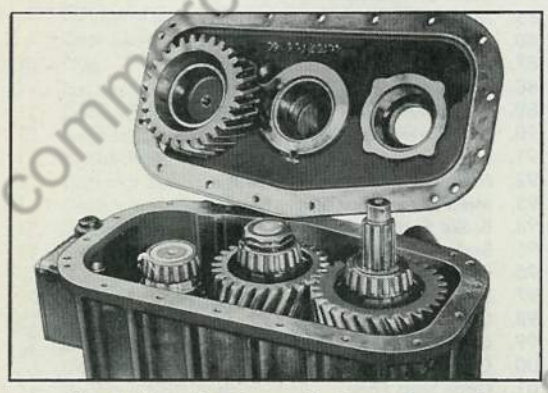

Fig. 6 Transfer Case with Cover Removed
8. When cap screws have been removed, as previously directed, cover assembly, with main drive gear and cage, can be completely removed from case, as illustrated in Fig. 6.